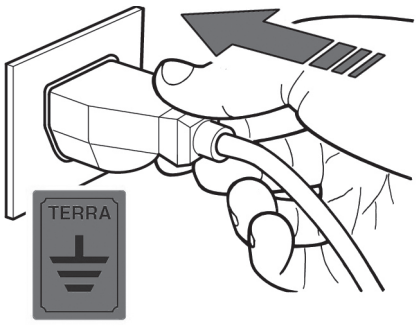

fig. 10
- E' obbligatorio che l'apparecchiatura completa sia collegata adeguatamente ad una efficiente presa a terra (fig.10).
2) Inserire la spina di alimentazione della Vetrina sulla presa fornita dal cliente (fig.10) assicurandosi che la stessa disponga del contatto di terra e che non ci siano prese multiple connesse .